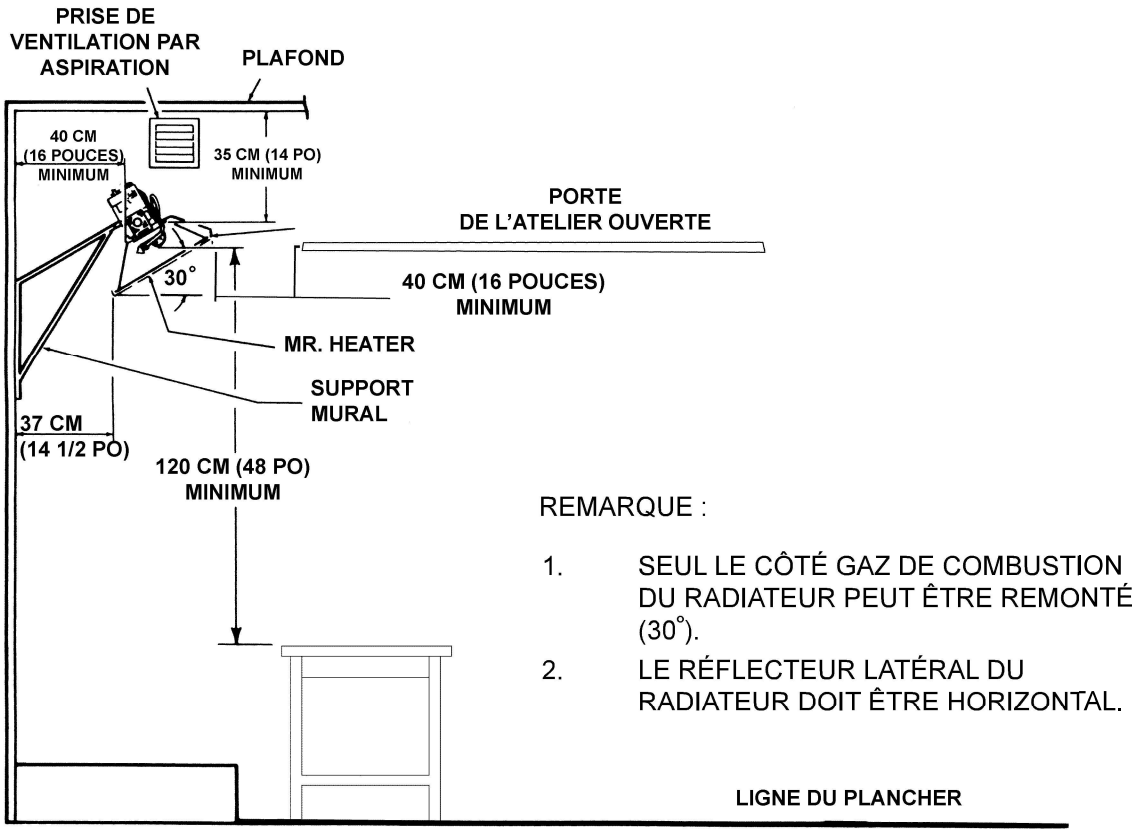

Figure 2. Distances entre l'installation et les surfaces combustibles
Conserver les écarts indiqués à la figure 2 ou sur la plaque signalétique du radiateur.
⚠ **AVERTISSEMENT :** Respectez les distances indiquées à la figure 2 ou sur la plaque signalétique du radiateur.
- Les distances minimales par rapport aux surfaces combustibles sont illustrées à la figure 2 et dans le tableau 3. Comme il est indiqué à la figure 2, le devant du radiateur est installé à la distance minimale requise des surfaces combustibles et orienté vers l'espace ouvert, et les autres côtés doivent être éloignés d'au moins 40 cm (16 pouces) des surfaces combustibles.